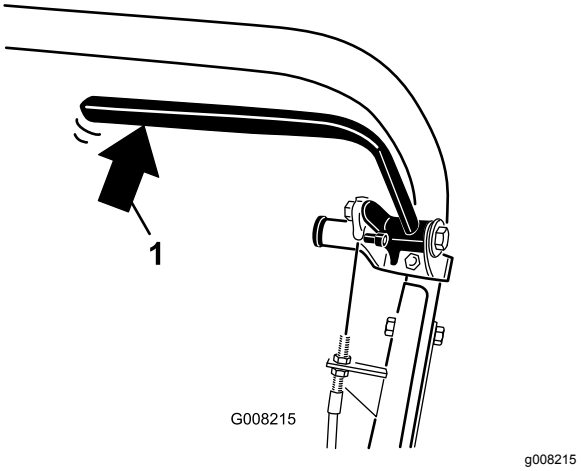

Figur 38
2. Tryck baktill på driftsbromsspaken med en fjädervåg (Figur 38). Parkeringsbromsen ska frigöras när en kraft på 13,5–18 kg har uppnåtts. Om parkeringsbromsen frigörs innan en kraft på 13,5–18 kg har uppnåtts ska bromskabeln justeras.